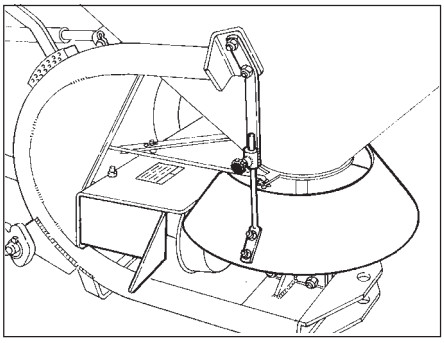

Fig.14
- Déflecteur pour l'épandage du sel (Fig.14)